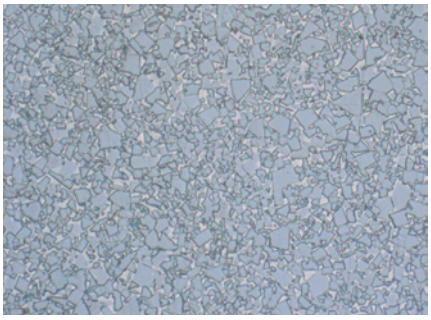

Fig. 3:
- Les matériaux composites qui ne forment pas des alliages, par exemple le cuivre/tungstène pour les contacts électriques, les outils de coupe au carbure cémenté (Fig. 3), les matériaux pour les garnitures de frein et les garnitures, les outils de coupe diamantés ou les composites à matrice métallique.